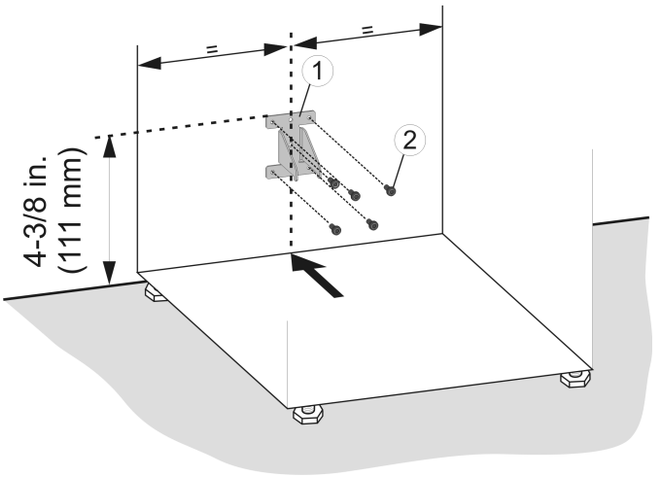

*Fig. 34*
▶ Install the anti-tip device *Fig. 34 (1)* using appropriate screws *Fig. 34 (2)*.